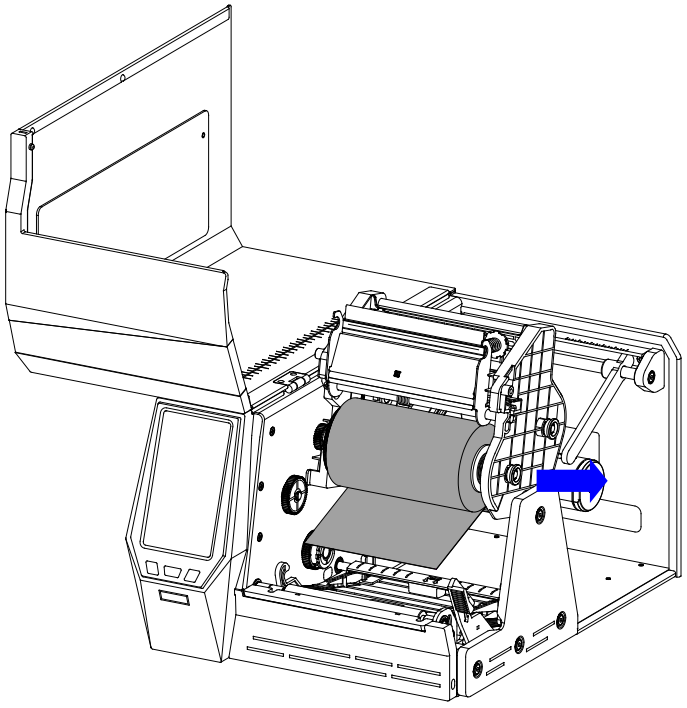

Figure 2-12 Load Ribbon Roll
5. Pull the Release Knob of the Ribbon Supply compartment outwards and place the ribbon roll in the Ribbon Supply compartment, aligning its ends with the Left Mount and the Right Mount which the Release Knob is attached to. Release the knob to secure the ribbon roll in the Ribbon Supply compartment. See Figure 2-12.